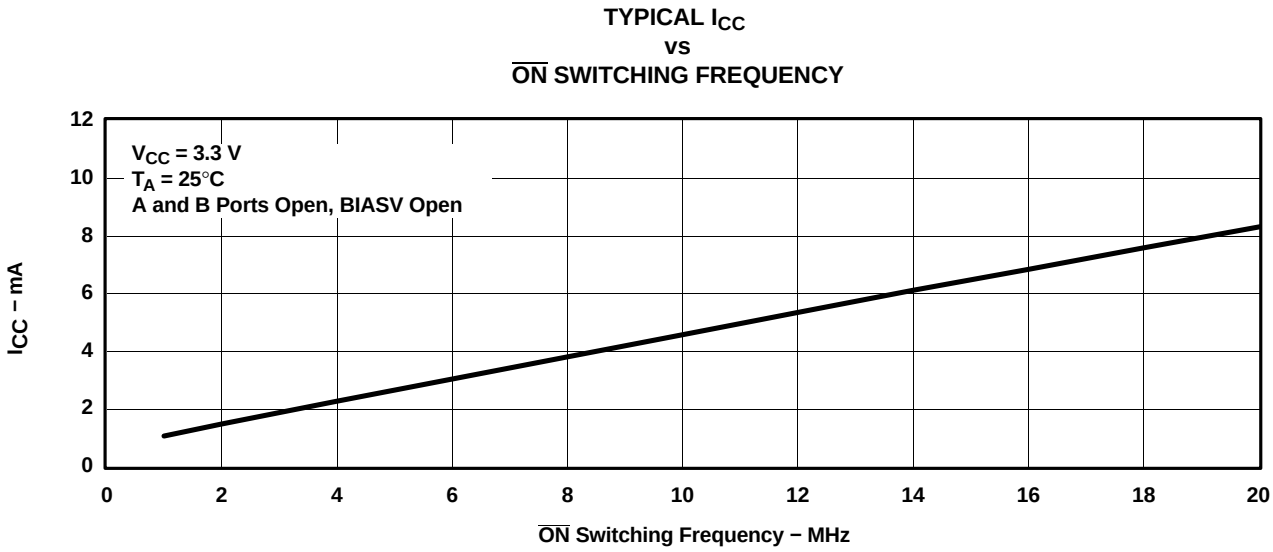

**Figure 2. Typical $I_{CC}$ vs $\overline{ON}$ Switching Frequency**
(2) All typical values are at $V_{CC}$ = 3.3 V (unless otherwise noted), $T_A$ = 25°C.
(3) For I/O ports, the parameter $I_{OZ}$ includes the input leakage current.
(4) This is the increase in supply current for each input that is at the specified TTL voltage level, rather than $V_{CC}$ or GND.
(5) This parameter specifies the dynamic power-supply current associated with the operating frequency of a single control input (see Figure 2).
(6) Measured by the voltage drop between the A and B terminals at the indicated current through the switch. ON-state resistance is determined by the lower of the voltages of the two (A or B) terminals.